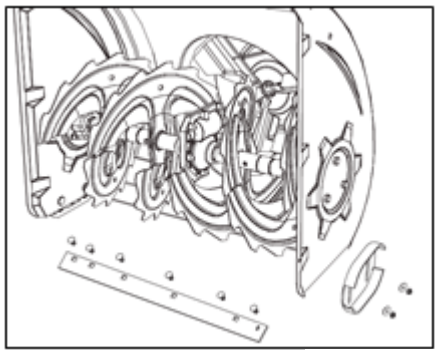

Abb. 24
1. Entfernen Sie die vier Bolzen und Muttern, mit denen sie an der Schneefräse befestigt sind. Siehe Abbildung 24.
2. Montieren Sie die neuen Gleitkufen mit vier Bolzen (zwei auf jeder Seite) und Muttern. Siehe Abbildung 24.